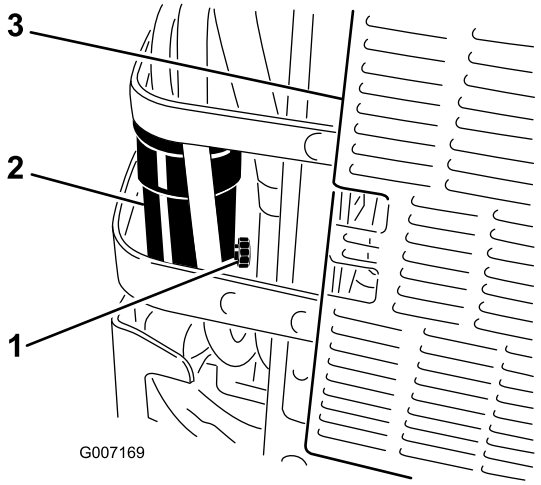

Rysunek 54
6. Aby spuścić wodę i inne zanieczyszczenia, odkręć zawór spustowy separatora wody o około jeden obrót (Rysunek 54).
7. Zamknij zawór spustowy dopiero, gdy zacznie wypływać sam olej napędowy (Rysunek 54).